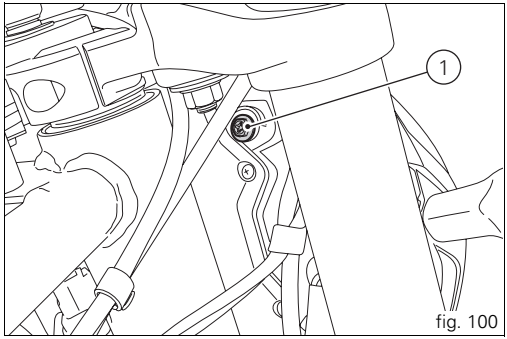

fig. 100
To adjust the headlight beam vertically, turn the adjuster screws (1, fig. 100); for horizontal adjustment, turn the adjuster screw (2).